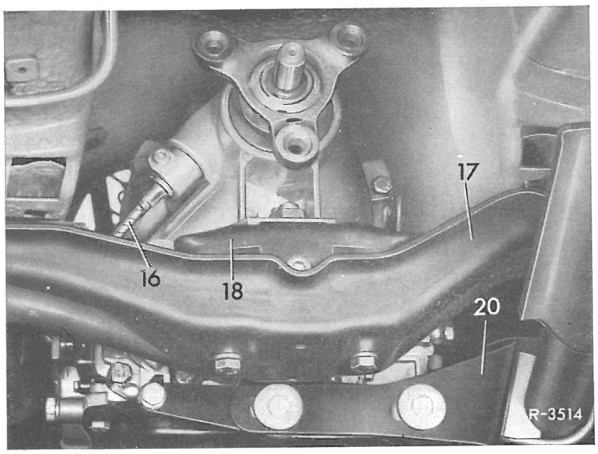

Fig.27-6/6
9 Stikket trækkes fra ved startspærre- og stoplyskontakt (19) (fig. 27-6/7).